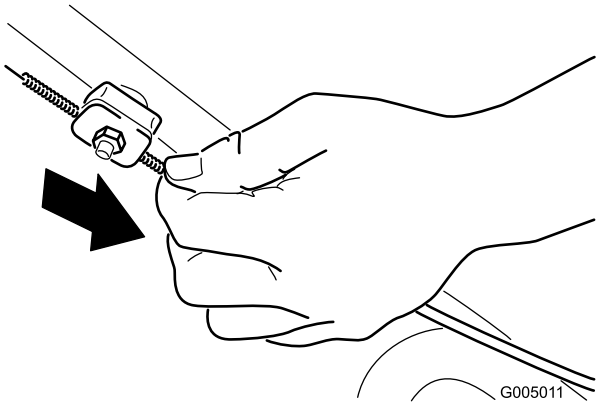

Figur 30
2. Træk kabelkappen ned (mod maskinen), indtil der ikke er noget slæk i kablet (Figur 30).